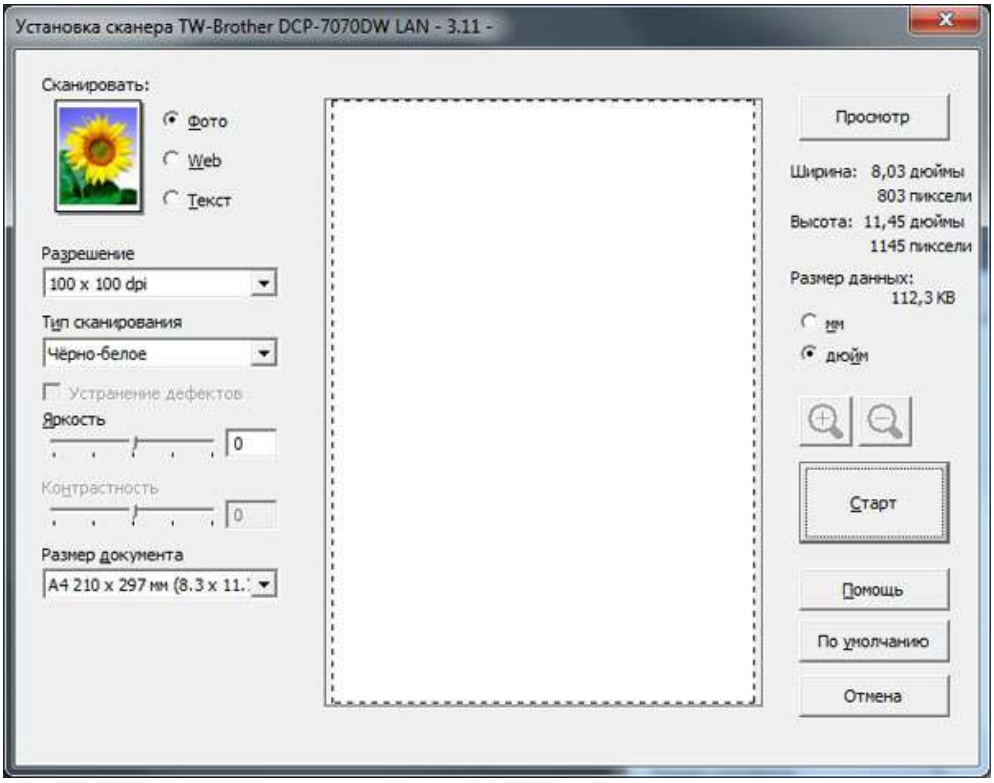

Рис. 3. Выбор установки сканирования
2.5. Выбрать установки сканирования: режим — Чёрно-белое (рис. 3).